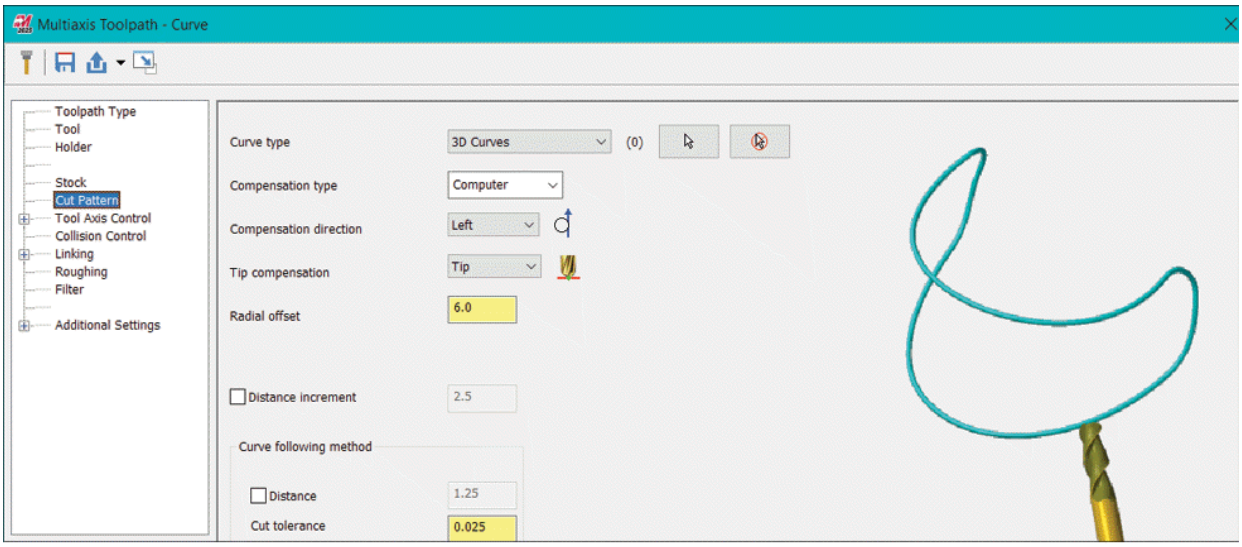

Figure-3. Cut Pattern options for 3D Curve toolpath
- Click on the **Cut Pattern** option from the left area of the dialog box to define how cutting tool will move on the 3D curve path; refer to Figure-3.